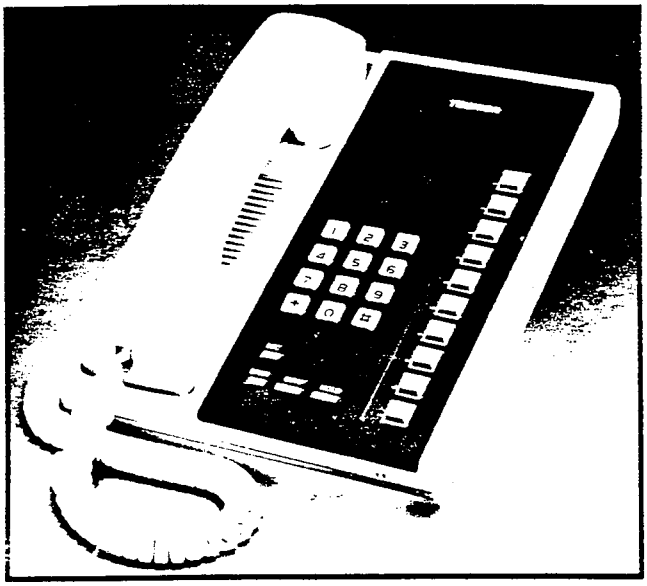

FIGURE 10—10-button ELECTRONIC TELEPHONE
2) 10-button electronic telephone (Figure 10): Available in two models, as a speakerphone or with handsfree answerback on intercom calls only. (See Figure 20 for a detailed illustration of the basic electronic telephone.)